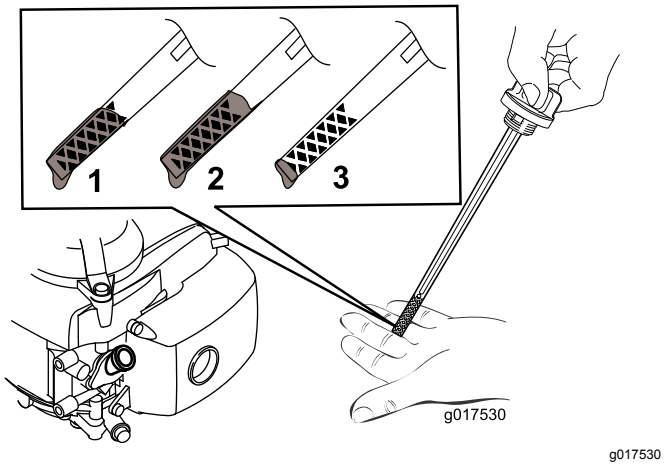

Rysunek 10
5. Aby określić prawidłowy poziom oleju na wskaźniku poziomu, skorzystaj z Rysunek 10.
Informacja: Napełnij skrzynię korbową silnika olejem tak, aby według wskaźnika poziomu był on prawidłowy, zgodnie z Rysunek 10. W przypadku przepełnienia silnika olejem usuń nadmiar oleju, zgodnie ze wskazówkami w punkcie Wymiana oleju silnikowego (Strona 16).